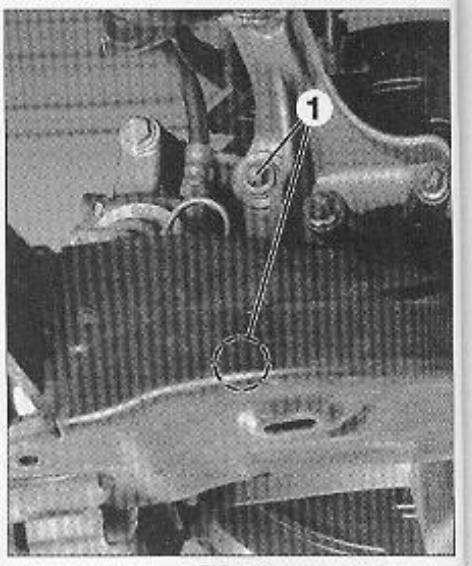

FIG. 13
• Déposer les 2 vis de fixation (1) du support d'étrier (Fig.13).